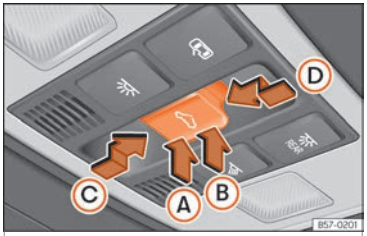

Fig. 128 En el revestimiento interior del techo: tecla del techo de cristal.
La tecla ⌓ ››› **fig. 128** tiene dos niveles. En el primer nivel se puede situar el techo en la posición deflectora, abrir o cerrar total o parcialmente.
- *Techo de cristal:* antes de que transcurran aprox. 5 segundos desde la activación de la función antiaprisionamiento, presione la tecla ⌓ ››› fig. 128 hasta el segundo nivel en el sentido de la flecha ››› fig. 128 Ⓓ hasta que el techo se cierre completamente.